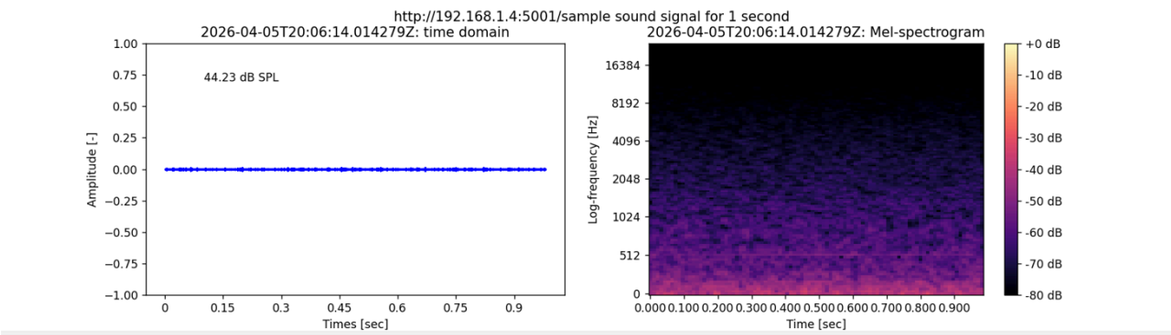

*Figure 3 Sound signal plot: time domain (left) and Mel-spectrogram (right)*
1. After completing the sample script, plot the signal as Figure 3 and then attach it on the report.